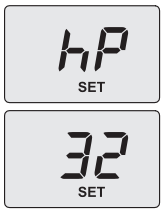

Рисунок 8.8
- При помощи кнопки 4 или 5. На дисплее буквы **hP** будут чередоваться с минимальным значением температуры воды в системе отопления (например, **32**) и появится надпись "**SET**", указывая на доступ к активации режима «трубочист» при минимальной мощности отопления (Рисунок 8.8).